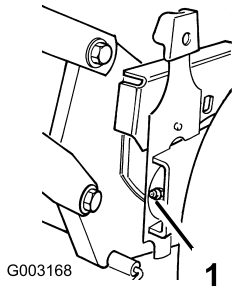

Rysunek 24
2. Oczyść smarowniczki za pomocą czystej szmatki (Rysunek 24).